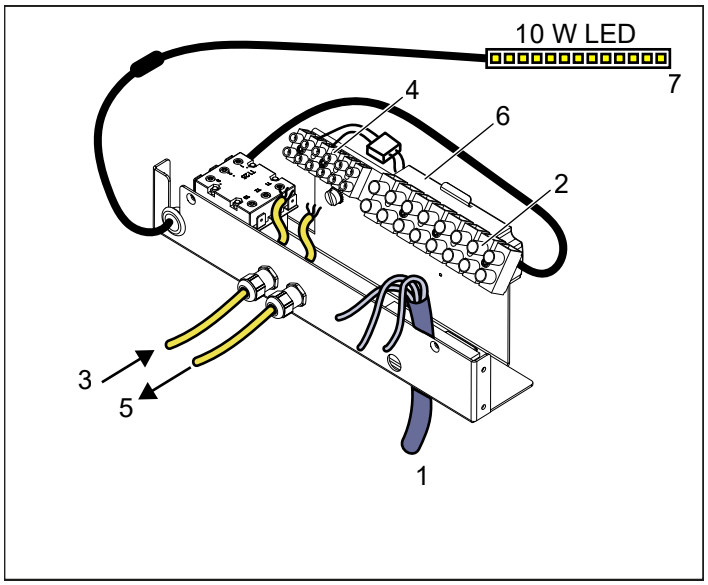

Abbildung 9: Elektrisches Fach
3. Schließen Sie das Netzkabel (siehe Abbildung 9) gemäß dem Schaltplan (siehe Abbildung 16) an.
5. Wenn Sie zwei Heizgeräte installieren, verlegen Sie das Kabel für die Innenbeleuchtung vom Klemmenblock 4 des ersten Heizgeräts (siehe Abbildung 9).